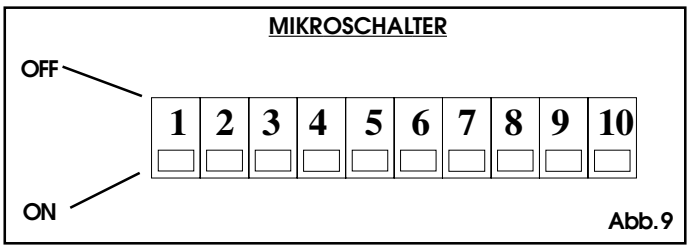

Abb. 9
5.4. PROGRAMMIERUNG DER MIKROSCHALTER (Abb. 9)